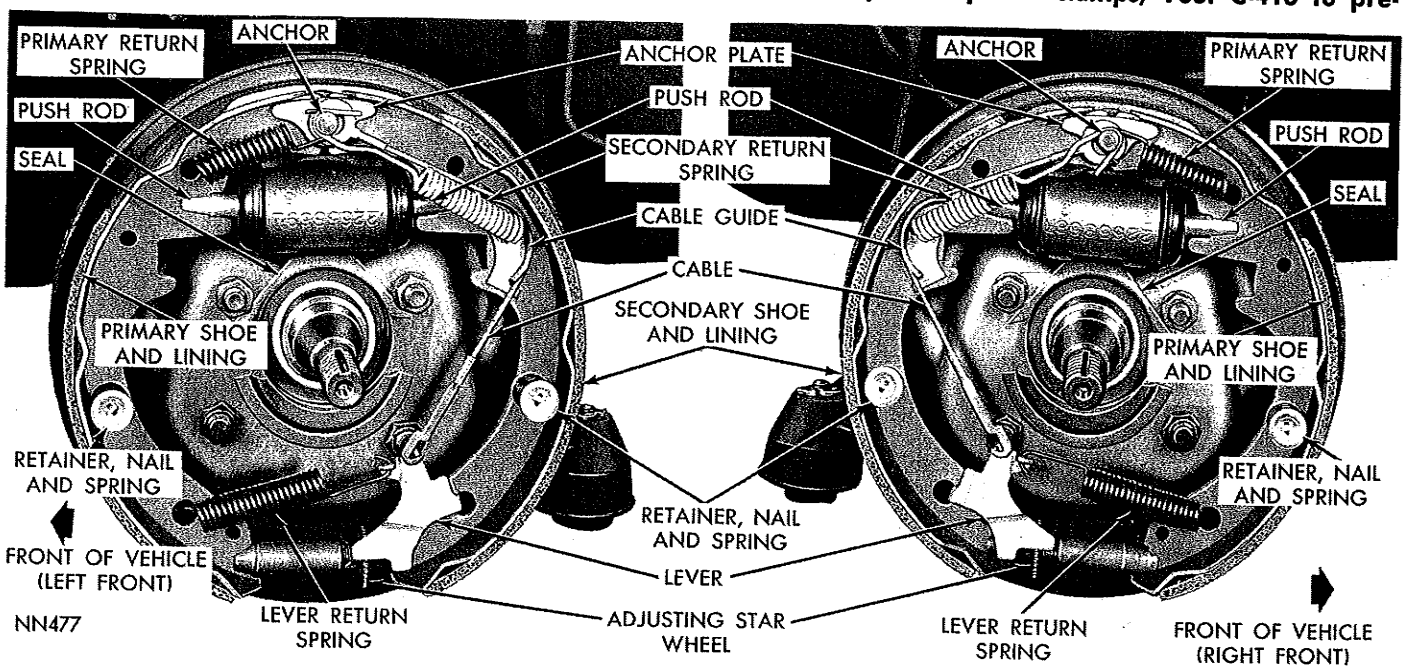
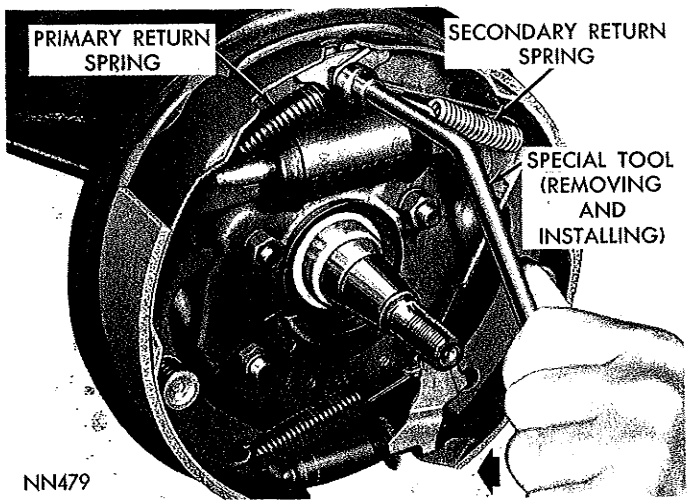

*Fig. 1—Brake Assemblies (Front)*
*Fig. 3—Removing or Installing Brake Shoe Return Springs (Left Front)*
(1) With vehicle on a hoist, jack or suitable stands remove rear plug from brake adjusting access hole.
(2) Insert a thin screw driver into brake adjusting hole and push adjusting lever away from star adjusting wheel. **Care should be taken not to bend adjusting lever.**
(3) Insert Tool C-3784 into brake adjusting hole and engage notches of brake adjusting star wheel. Release brake adjustment by prying up with adjusting tool.
(4) Remove wheel cover, grease cap, cotter pin, lock, adjusting nut, outer wheel bearing and remove wheel and drum assembly from spindle to expose brake linings. (Fig. 1.)
(5) Inspect brake lining for wear, shoe alignment, or contamination from grease or brake fluid.
(1) Using Tool C-3785 remove brake shoe return springs (Fig. 3). (Note how secondary spring overlaps primary spring). (Fig. 1).